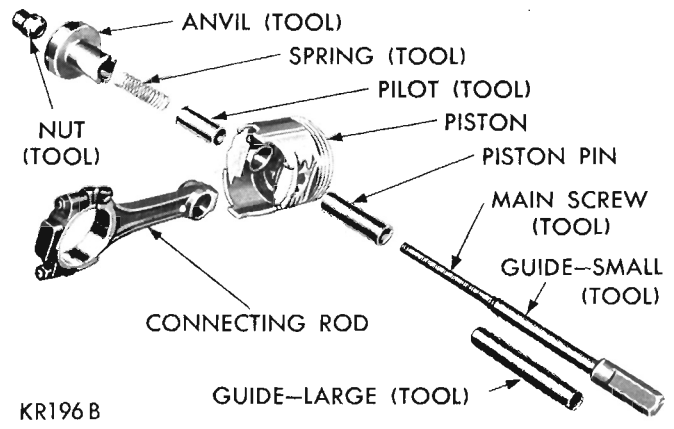

Fig. 39—Tool Arrangement for Installing Piston Pin
(1) Measure piston pin fit in the piston. It should be a sliding fit in piston at 70 degrees F. Piston pins are supplied in standard sizes only.
(2) Lubricate piston pin holes in piston and connecting rod.
(3) Arrange tool parts for installation of piston pin (Fig. 39).